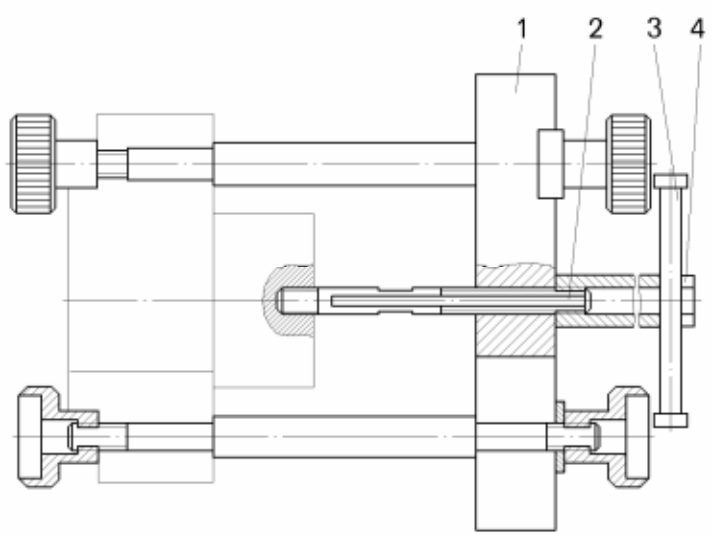

Рисунок 10.4 – Приспособление для съема поршня:
– отвернуть гайку 32 и вынуть из корпуса 31 поршень 29 со штоком 30, стопорным кольцом 56, упорным кольцом 57, регулировочными шайбами 58, уплотнительным кольцом 59, фрикционной втулкой 60, стаканом 61, пружиной 64. Для извлечения поршня из корпуса рекомендуется применять приспособление (рисунок 10.4);